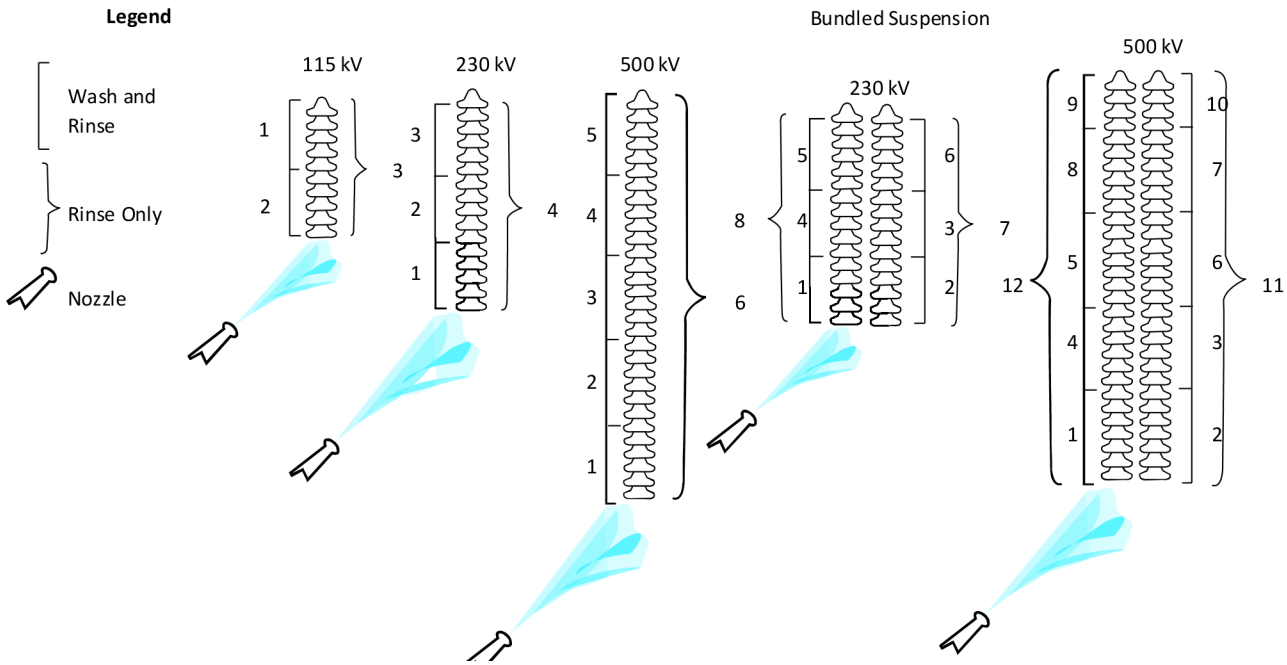

Figure 5.6.1. Washing and Rinsing Sequence for Vertical Insulators.
C. If the four-to-six-unit wash cycle is required due to excessive arcing, wash evenly on both insulator strings until they are clean. Rinse both strings together and evenly from the tower to remove all run-off contamination. See Figure 5.6.1.